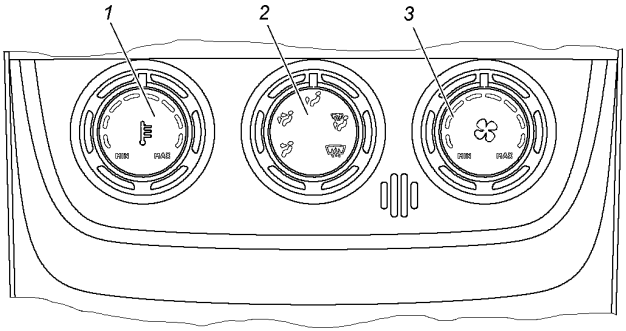

Рис. 3.12. Пульт управления отопителем:
Для подогрева поступающего в салон воздуха поверните рукоятку 1 (рис. 3.12) по часовой стрелке. Рукояткой 2 можно изменять направление потока воздуха по каналам панели приборов согласно пиктограммам, нанесенным на лимб рукоятки:
Приточная вентиляция салона осуществляется по тем же каналам при крайнем положении против часовой стрелки рукоятки 1(см. рис. 3.12). Вытяжная вентиляция осуществляется за счет отверстий в задней обивке крыши и внутренней панели проема двери задка, через опускные стекла дверей.
2. Установите рукоятку 1 (см. рис. 3.12) регулировки температуры воздуха отопителя в положение “Закрыто”.
4. Рукояткой 3 (см. рис. 3.12) регулировки скорости вращения вентилятора отопителя выберите желаемую скорость вращения вентилятора. При нахождении рукоятки в положении “MIN” вентилятор включается автоматически и обеспечивает минимальную циркуляцию воздуха через испаритель кондиционера.